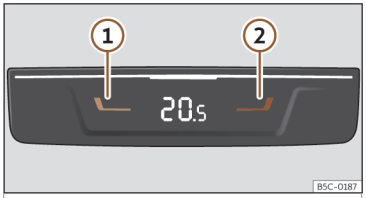

Fig. 131 En la parte trasera de la consola central: mandos para las plazas traseras.
- Pulse las teclas ① y ② >>> **fig. 131** para ajustar la temperatura de la zona posterior.